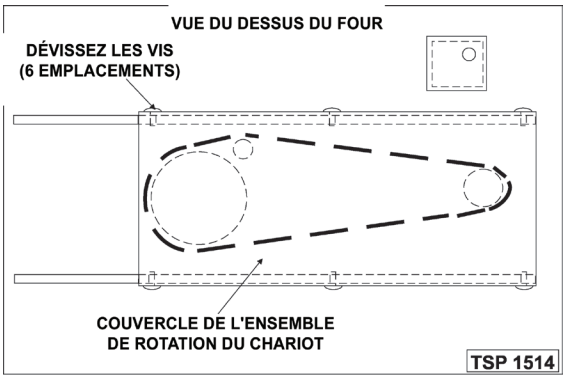

Fig. 8
A. Accédez à la partie supérieure du four et desserrez les vis de fixation du couvercle de rotation du chariot (Fig. 8).